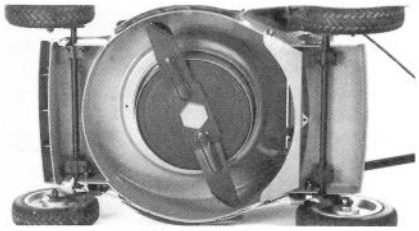

Afbeelding 20
2. Kantel de maaier op de zijkant (Afb. 20).